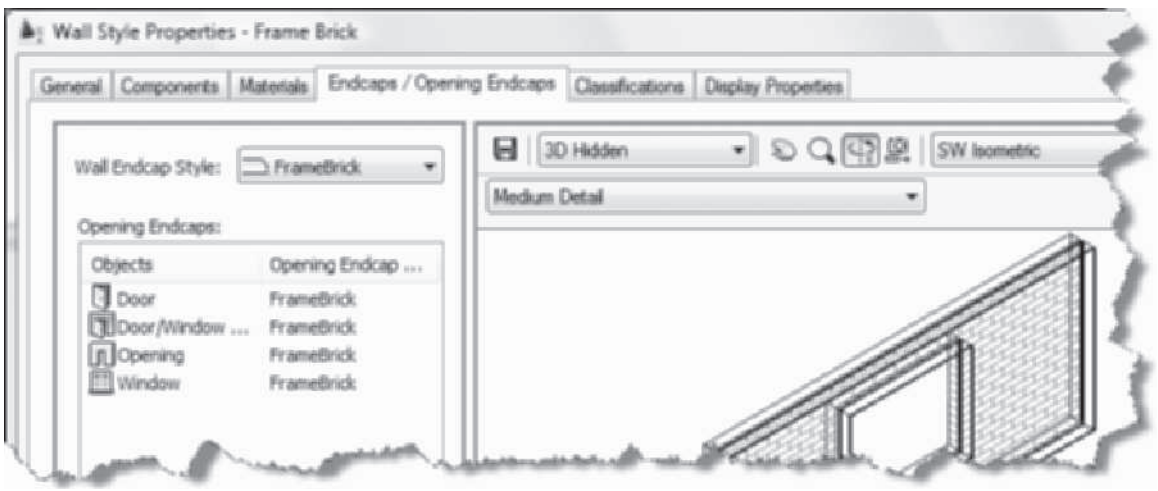

FIGURE 3.57 *Editing the wall endcap style within the wall style*
16. Choose the Endcaps/Opening Endcaps tab. Select the down arrow of the Wall Endcap Style field and choose FrameBrick as shown in Figure 3.57. Choose FrameBrick from the Opening Endcap Style drop-down for the Door, Door/WindowAssembly, and Opening fields as shown in Figure 3.57. Select OK to dismiss the dialog box.